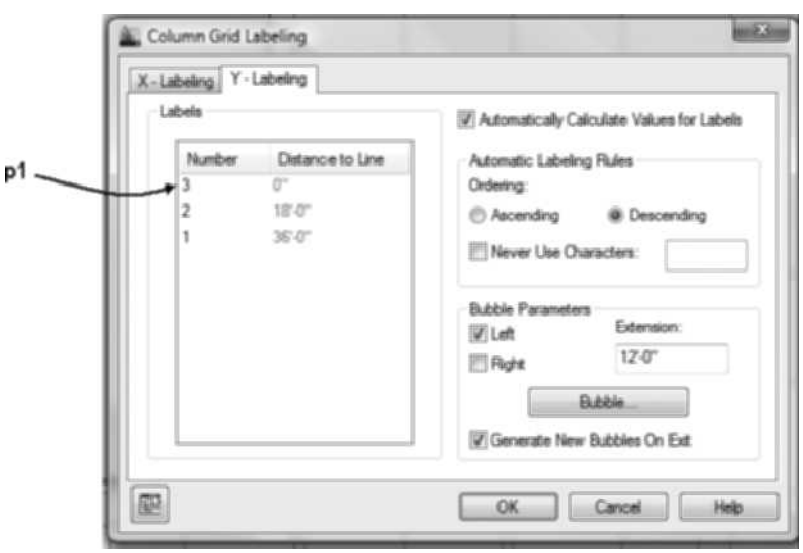

FIGURE 13.40 *Y-Labeling of the column grid*
5. Select the **Y-Labeling** tab. Edit as follows: Check **Automatically Calculate Values for Labels**; select the **Descending** radio button; verify that the **Bubble Parameter Left** is checked and clear the **Right** bubble; set the extension to **12'-0" [3500]**; and select **Generate New Bubbles on Exit**. Type **3** in the top row of the **Number** column as shown at **p1** in Figure 13.40. Click **OK** to dismiss the Column Grid Labeling dialog box.